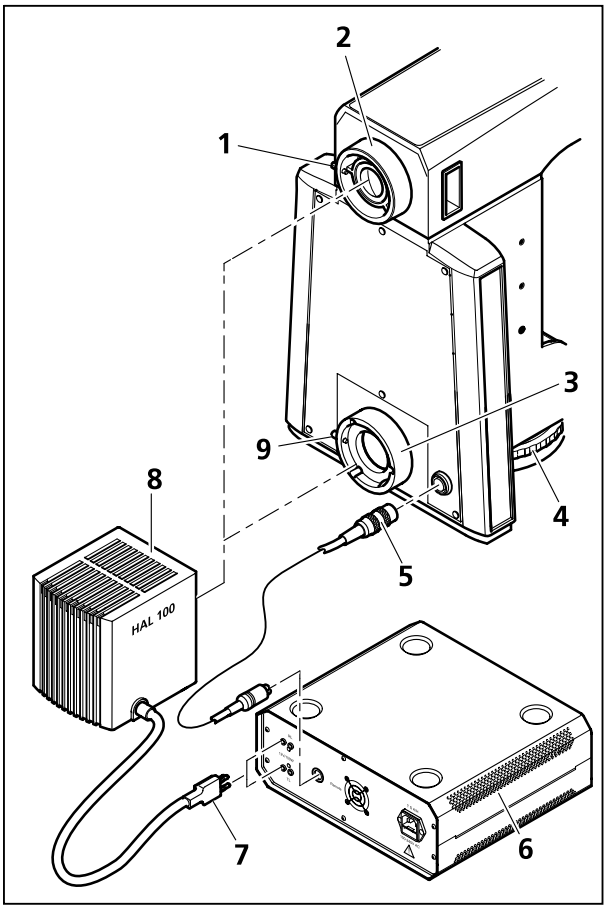
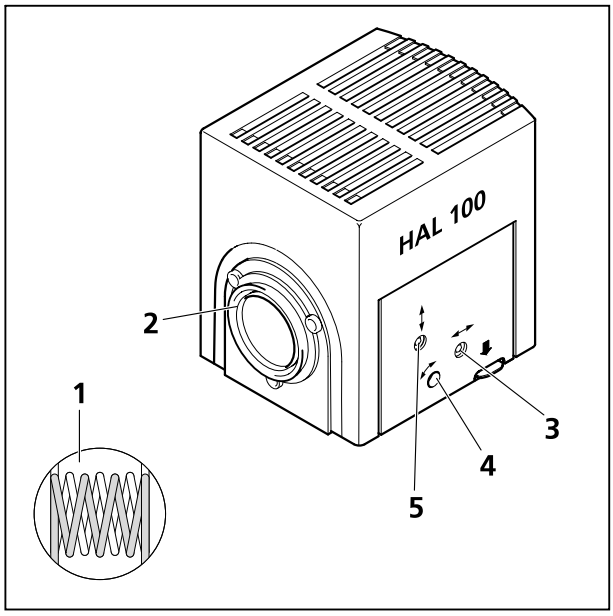

Bild 3-27 Halogenleuchte HAL 100 ansetzen
Bild 3-28 Halogenleuchte HAL 100 justieren
- Leuchtengehäuse (Bild 3-27/**8**) mit Ringschwalbe in Stutzen (Bild 3-27/**2** bzw. Bild 3-27/**3**) einführen und unter Verwendung des Kugelkopf-Schraubendrehers SW 3 mit Klemmschraube (Bild 3-27/**1** bzw. Bild 3-27/**9**) fixieren.
- 3-poligen Leuchtenstecker (Bild 3-27/**7**) der jeweiligen Leuchte an der Rückseite des externen Beistellnetzteils für zwei Leuchten (Bild 3-27/**6**) anschließen: Durchlichtleuchte an die untere Buchse **TL**, Auflichtleuchte an die obere Buchse **RL**.
- Steuerkabel (Bild 3-27/**5**) für die Beleuchtungsintensität anschließen (siehe Abschnitt 3.2.2).
Ist das Steuerkabel angeschlossen, kann die Intensitätseinstellung der jeweils eingeschalteten Leuchte HAL 100 über das Drehrad (Bild 3-27/**4**) vorgenommen werden.
- Nach Lösen der Klemmschraube (Bild 3-27/**1** bzw. Bild 3-27/**9**) betriebsbereite Halogenleuchte (Bild 3-28/**2**) vom Mikroskopstativ abnehmen.
- Justierschraube (Bild 3-28/**3**) mit Kugelkopf-Schraubendreher SW 3 so einstellen, dass beide Bilder der Lampenwendel auf der Projektionsfläche möglichst scharf abgebildet werden.
- Justierschrauben (Bild 3-28/**4** und **5**) anschließend so einstellen, dass die Lampenwendel des einen Bildes die Lücken des Reflektorbildes exakt ausfüllt (Bild 3-28/**1**).
- Okular entfernen und im Pupillenbild die Lampenwendel und deren Spiegelbild mit den Justierschrauben (Bild 3-28/**4** und **5**) zentrieren.
- Mit Justierschrauben (Bild 3-28/**3**) gleichmäßige Ausleuchtung des Pupillenbildes optimieren.